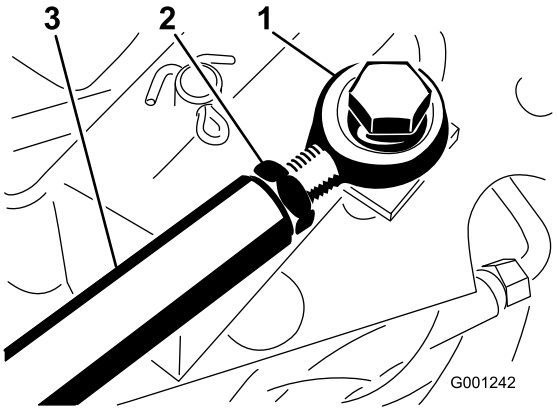

**Figur 82**
Justera drivstången om mer justering krävs (Figur 82), enligt följande:
2. Lossa kontramuttern som säkrar stångänden till drivstången (Figur 82).
4. Dra åt kontramuttern (Figur 82) och säkra stångänden till gaspedalen med den bult och den mutter som togs bort för att låsa fotpedalens vinkel.